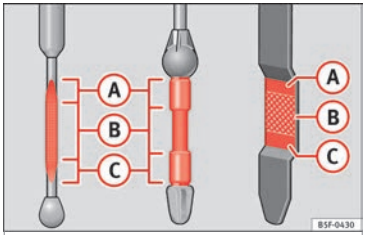

Fig. 222 Engine oil dipstick.
– Then pull it out once more and check the oil level ››› Fig. 222. Top up with engine oil if necessary.